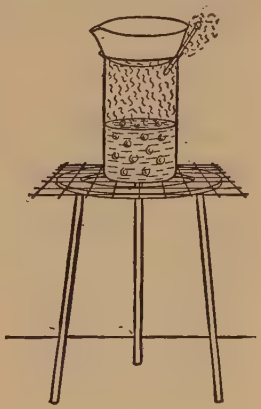

Fig. 7
the filtrate upon a water bath, or over a beaker of boiling water (Fig. 7). Describe and name the residue (?). Dry (why ?) the filter paper and its black contents over a radiator or in a drying oven. Shake the dried product with cold carbon disulphide in a dry [Note 26] test-tube, filter, and allow the filtrate to evaporate [Hood] spontaneously (?). What remains upon the paper? Did any chemical change occur during the manufacture of gunpowder? Are the three substances components or constituents of gunpowder? Is the latter a mixture or a compound?
Dilute 7 c.c. of pure, concentrated nitric acid with 14 c.c. of water in the graduated cylinder and add to the lead in each dish 10 c.c. of the diluted (1:2) nitric acid. Cover each dish with a watch-glass, convex side downward, and set upon the water bath. An extra Bunsen burner [Storeroom] and two beakers containing water may be used as baths, as in Fig. 7 [Hood]. A match inserted between the dish and the beaker permits escape of the steam and prevents the possible upsetting of the dish by the vapor. When the action is over, and the lead
b. Clean and dry two evaporating dishes, taking care to remove paper labels which may be pasted upon them. Weigh each dish [Quant., balance]. Place in each some sodium-hydrogen carbonate, in the one about 1 g. and in the other about 2 g., and weigh again. Treat both alike, as follows: Dissolve the solid in pure dilute hydrochloric acid [R 117], adding little by little and covering with a watch-glass between successive additions to avoid loss by spirting. When the solid has wholly dissolved, wash the watch-glass over the dish, and evaporate [Hood] the contents of the latter on the water bath, or on a beaker of boiling water (Fig. 7). (Avoid loss of time by borrowing a second bunsen burner and gas tubing temporarily from the storeroom.) Allow the dishes to cool, and weigh. To make sure that the drying was complete, heat once more for half an hour and weigh again. This precaution is taken in all experiments of this kind. The product is common salt.